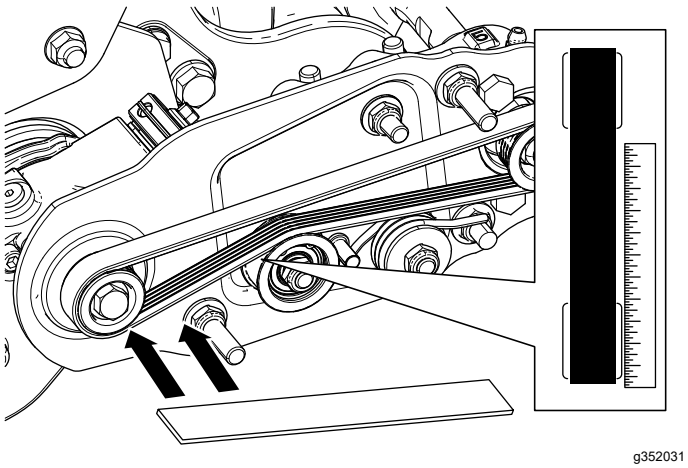

Figura 18
- Coloque uma régua de traçar ao longo da face externa da polia de **transmissão** (Figura 18). **Não** coloque a régua de traçar sobre polia da transmissão e a polia acionada.